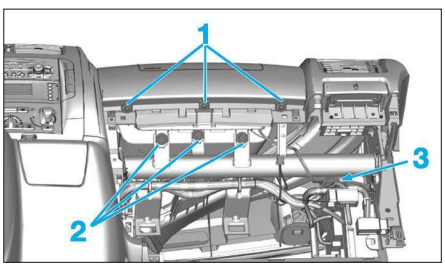

**Fig. 4**
• Déposer les vis (1) et (2) **(Fig.4)**.
• Débrancher le connecteur d'airbag (3).